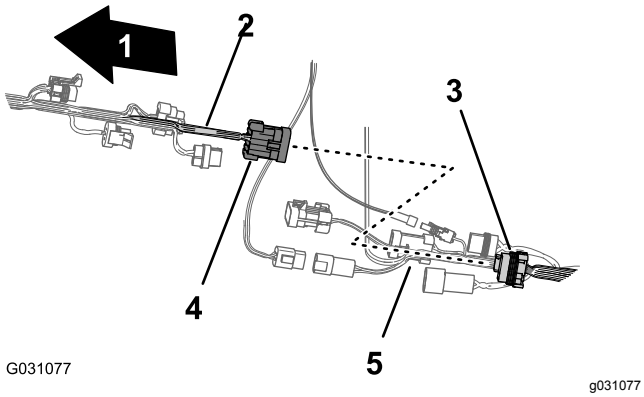

Figur 91
5. Anslut kontakten med tio stift på sprutarkablagekopplingens främre kablage till kontakten med tio uttag på sprutarkablagekopplingens bakre kablage (Figur 91).